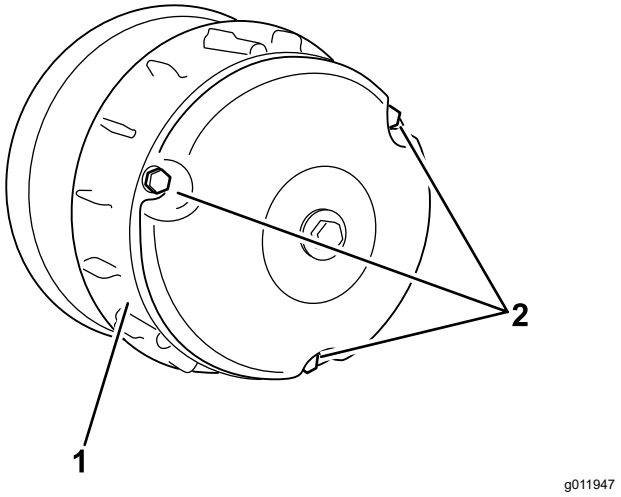

Figur 61
2. Lossa de tre skruvarna som fäster kåpan på kopplingen och ta bort kåpan (Figur 61).
4. Montera kopplingskåpan och fäst den med de tre skruvarna (Figur 61) som avlägsnades i 2.